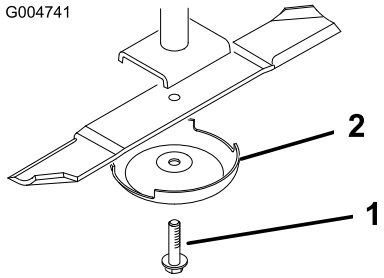

Bild 84
3. Entfernen Sie die Messerschraube, die Antiskalpierkuppe und das Messer von der Spindelwelle (Bild 84).